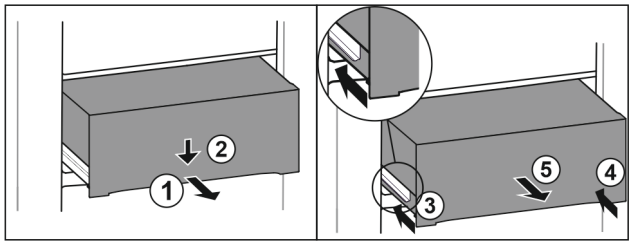

Fig. 191
- ▶ Pull out drawer half-way. *Fig. 191 (1)*
- ▶ Push the drawer down at the front. *Fig. 191 (2)*
- ▶ Push the left rail in by about 2 cm. *Fig. 191 (3)*
- ▶ Push the right rail in by about 2 cm. *Fig. 191 (4)*
- ▶ Remove drawer to the front. *Fig. 191 (5)*